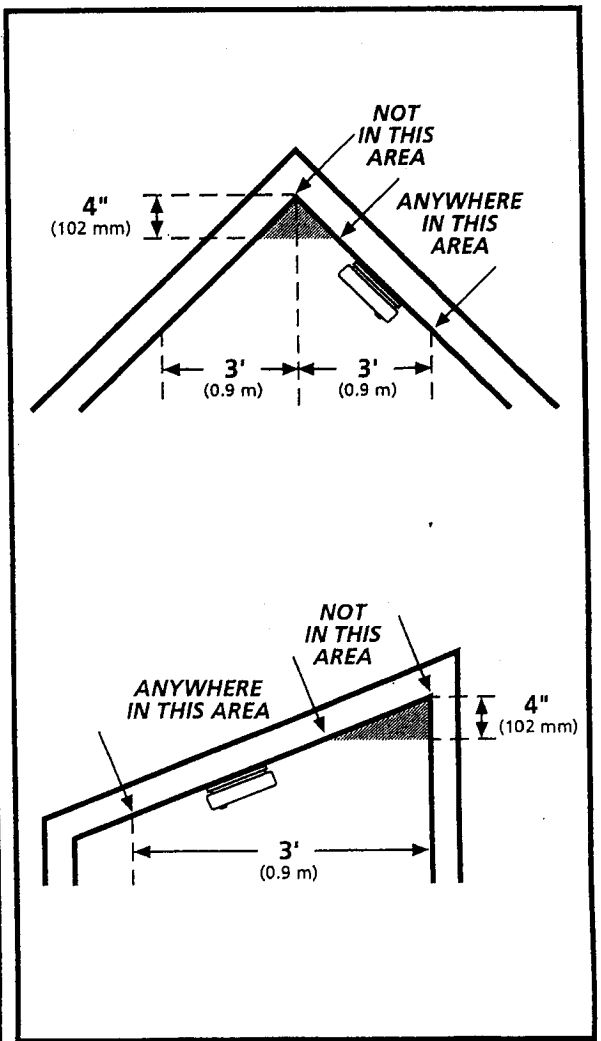

FIGURE 3
- Install Smoke Alarms on sloped, peaked or cathedral ceilings at or within 3ft (0.9m)of the highest point (measured horizontally). NFPA 72 states: "Smoke alarms in rooms with ceiling slopes greater than 1 foot in 8 feet (.3m in 2.4m) horizontally shall be located on the high side of the room." NFPA 72 states: "A row of alarms shall be spaced and located within 3 ft (0.9m) of the peak of the ceiling measured horizontally" (see Figure 3).